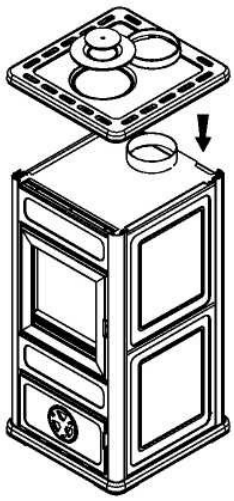

fig. 6
- Установите верхнюю часть печи на место и закрутите 4 винта (рис. 6).